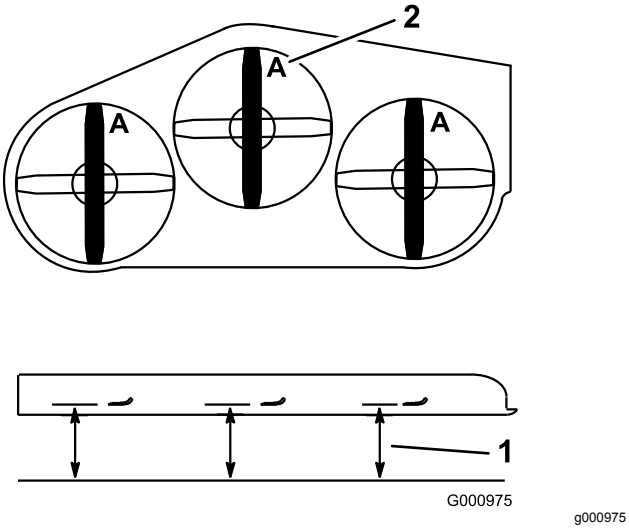

Figura 99
4. Mida desde una superficie nivelada hasta el filo de corte, posición **A**, de las cuchillas (Figura 99).